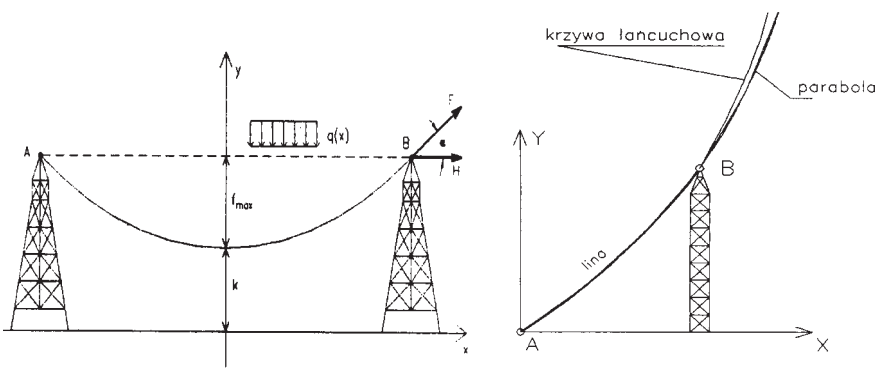

Rys. 1. Krzywa zwisu cięgna o cięciwie: a) – poziomej (podciąg), b) – ukośnej (odciąg)
Niejednokrotnie do równania (1) wprowadza się dodatkowo dwa parametry x_0, y_0 [1, 11] jako przesunięcie (translację) dodatkowego układu współrzędnych. Parametr *k* posiada interpretację geometryczną (rys. 1) oraz strukturalno-dynamiczną (fizyczną), jako stosunek rzutu poziomego siły naciągu *H* do ciężaru jednostkowego liny *q*, czyli:
W przypadku cięgien o cięciwach ukośnych nie można korzystać z zależności służących do przybliżonego określenia długości cięgna. Zależności te są ważne tylko w przypadku małych kątów α (rys. 1). Założenia tego nie spełniają cięgna, których cięciwy mają duże kąty nachylenia α do poziomu ($\alpha > 30^o$), nawet w przypadku małych lub bardzo małych zwisów cięgien, typowych w odciągach masztów.